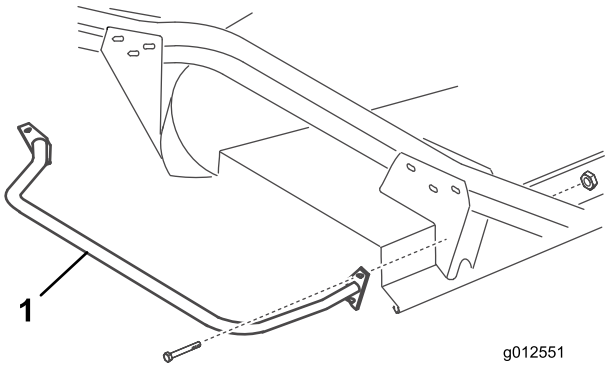

Figura 23
2. Fixe o furo de montagem superior da placa de montagem frontal do para-choques no suporte do braço da roda com um parafuso (5/16-18 x 3 pol.) e porca de bloqueio (Figura 23).